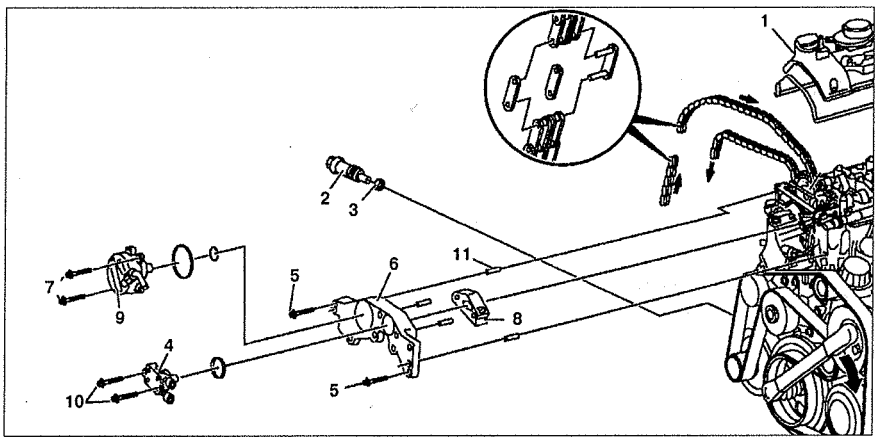

Рис. 5.16. Замена цепи ГРМ:
1. Снимите верхний направляющий рычаг **8** цепи ГРМ (см.рис.5.16).